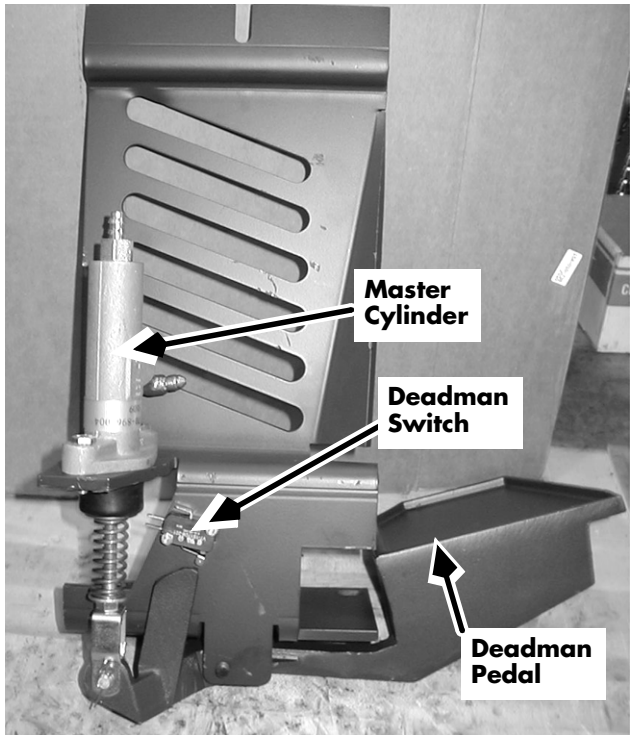

Figure 7-80: Deadman Switch and Bracket (Series DS/DT/DZ)
a. Remove the two (2) bolts in the operator compartment floor plate near the deadman pedal. Remove the plate, the attached deadman pedal and the master cylinder. See Figure 7-80 on page 7-102.